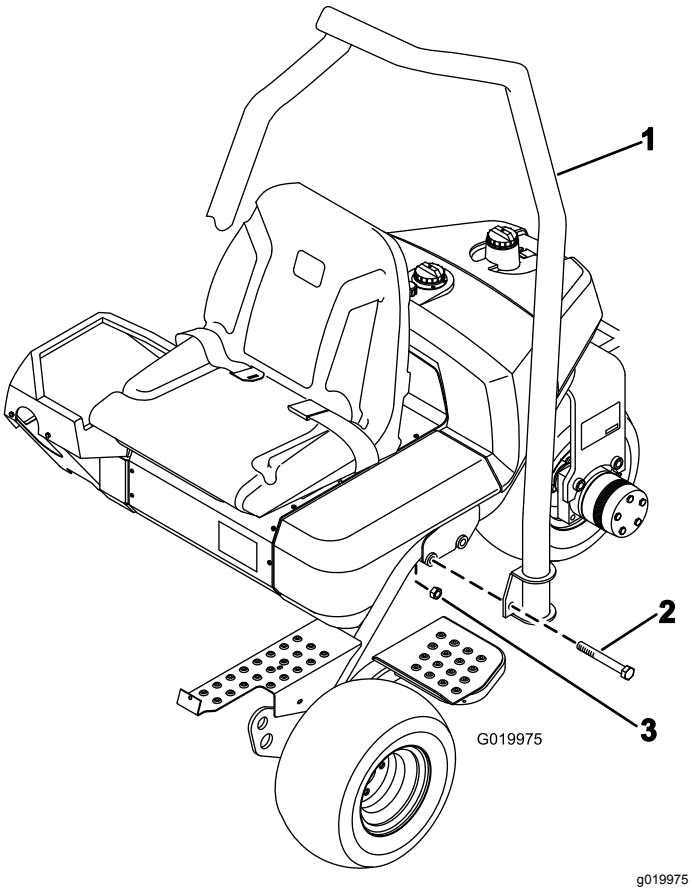

Figur 7
1. Placera vältskyddet så att den övre delen av slangen är böjd mot maskinens främre del (Figur 7).
2. Sänk ned vältskyddet på ramen och passa in det mot monteringshålen (Figur 7).
3. Fäst vardera sidan av vältskyddet på ramen med två skruvar (5/8 x 4 1/2 tum) och låsmuttrar i enlighet med Figur 7. Dra åt till ett moment på 183–223 N·m.